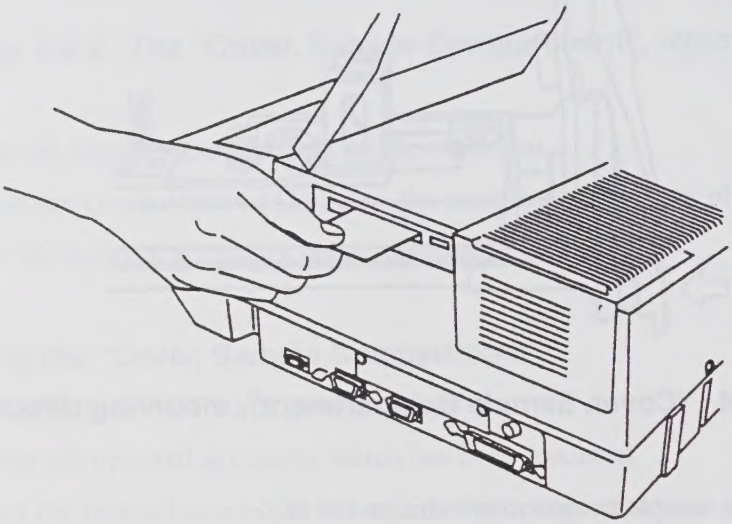

Fig.5.7.1 Inserting the IC card
(1) Firmly insert the Program Pack into the IC card slot of the right side of the spectrophotometer. (shown in Fig. 5.7.1) The Program Pack can be inserted/removed whenever the power switch of the spectrophotometer is ON or OFF.
(1) Firmly insert the Data Pack into the IC card slot of the right side of the spectrophotometer. (shown in Fig. 5.7.1) The Data Pack can be inserted/removed whenever the power switch of the spectrophotometer is ON or OFF. The stored parameters and data in the Data Pack are kept after removing from the spectrophotometer, since the Data Pack has a own battery inside.